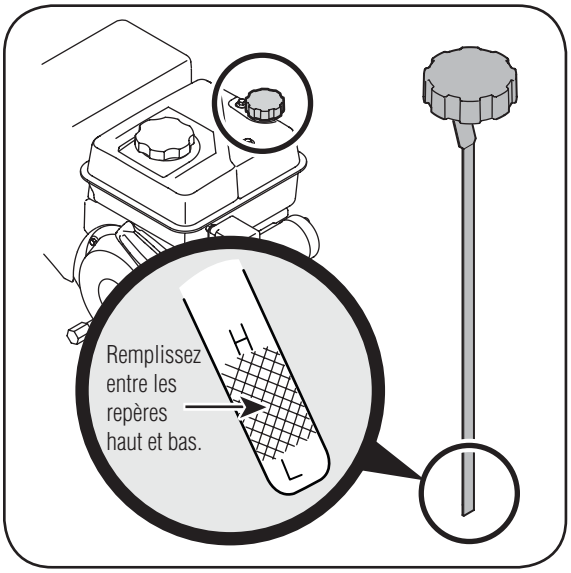

Figure 2-3: Vérification du niveau d'huile
1. Enlevez le capuchon/jauge à huile et essuyez la jauge à huile. Voir la Figure 2-3.
3. Sortez la jauge à huile. Si le niveau d'huile est bas, ajoutez lentement de l'huile jusqu'à ce que le niveau d'huile se trouve entre les repères haut (H) et bas (L) sur la jauge à huile. Figure 2-3.